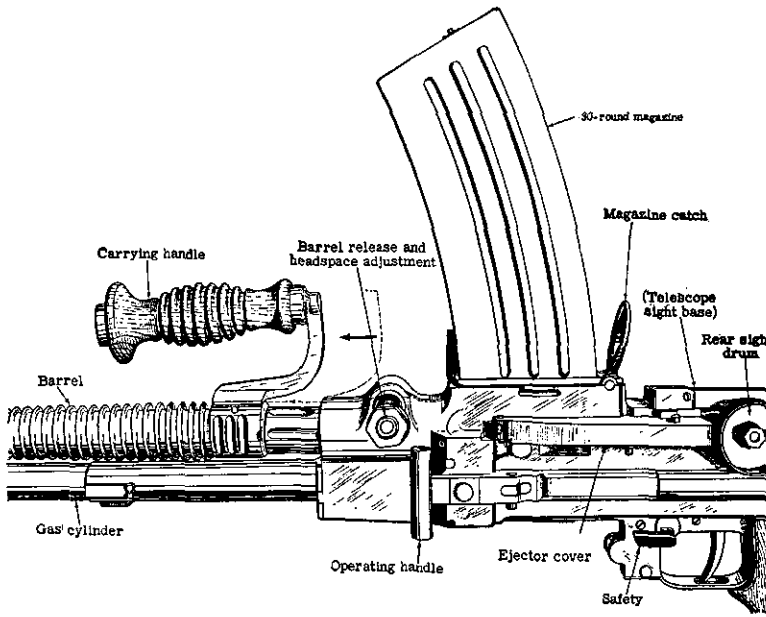

Figure 66.—Close-up of Model 99 (1939) 7.7-mm light machine gun, showing method of withdrawing barrel.
The Model 99 (1939) 7.7-mm light machine gun and the Model 99 (1939) 7.7-mm rifle use the Model 99 (1939) 7.7-mm rimless ammunition. Basically this new Model 99 (1939) 7.7-mm light machine gun is the same as the Model 96 (1936) 6.5-mm light machine gun (par. **22**, p. 96). There are, however, two important differences: (1) a new method of changing the barrel (see fig. 66), a device which includes headspace adjustment, and (2) an adjustable rear monopod. Like the Model 96 (1936) 6.5-mm light machine gun, this weapon is fitted to take the Japanese service bayonet (fig. 20, p. 33).